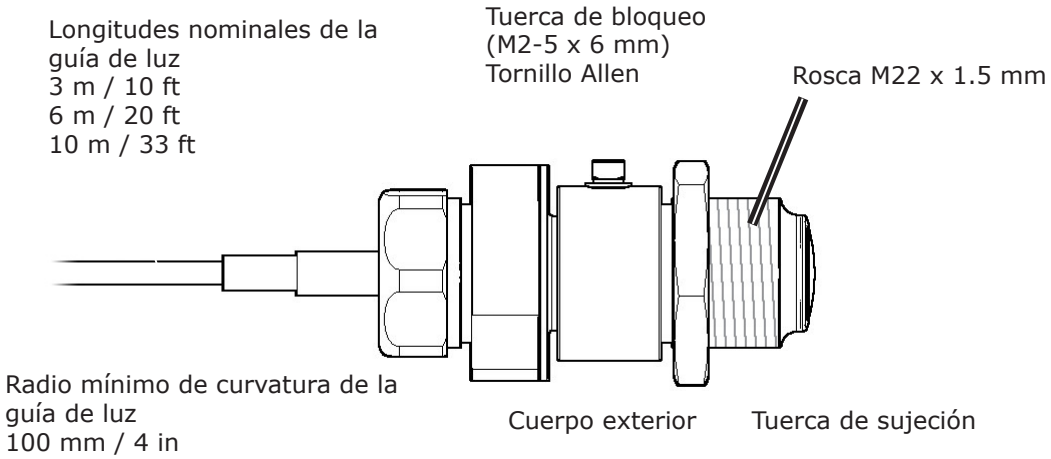

Figura 2-3 Dimensiones de instalación del cabezal óptico del termómetro SPOT+ de fibra óptica
2) Consulte la Figura 2-3. Desenrosque la tuerca de sujeción del cabezal óptico.